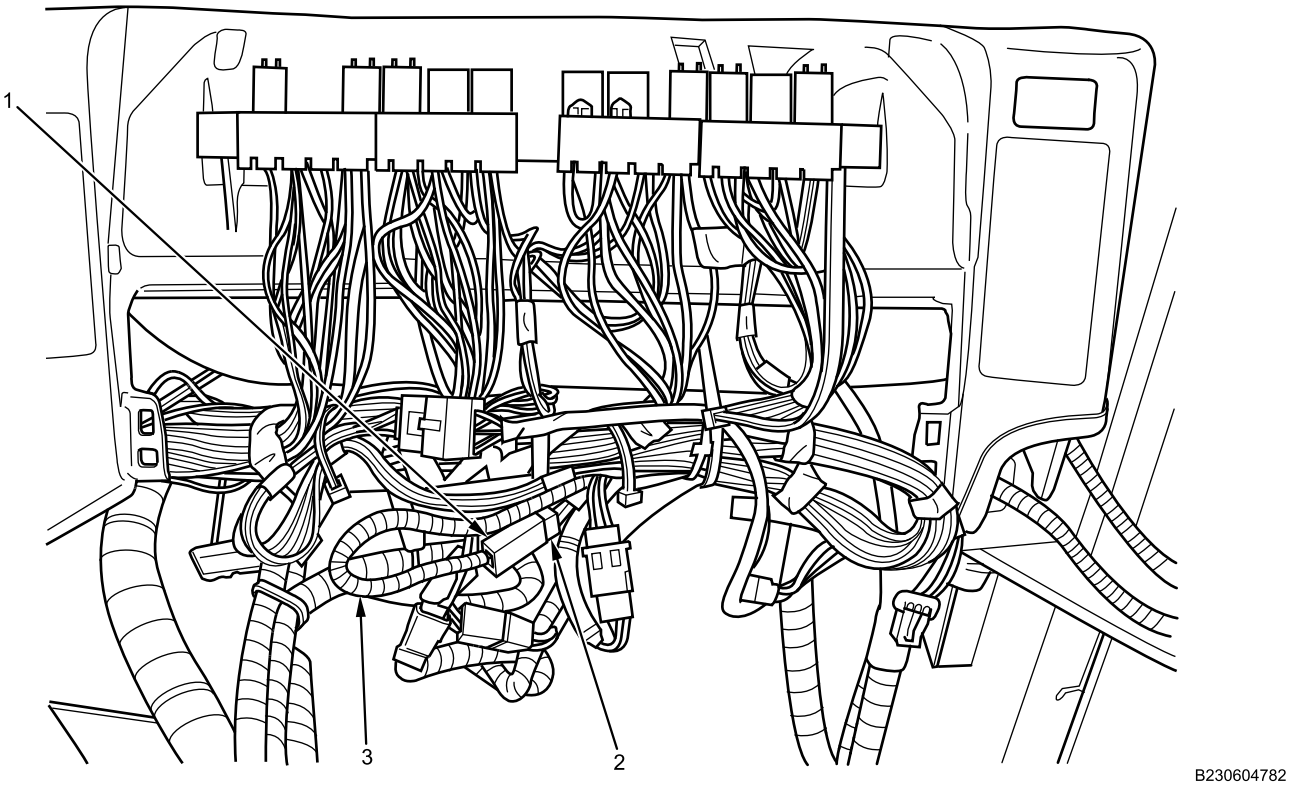

Figure 9. Clearance Lights Jumper Harness.
4. Position clearance lights cabin jumper harness (Figure 9, Item 3) to connect clearance lights cabin jumper harness connector (Figure 9, Item 1) to instrument panel harness connector (Figure 9, Item 2).